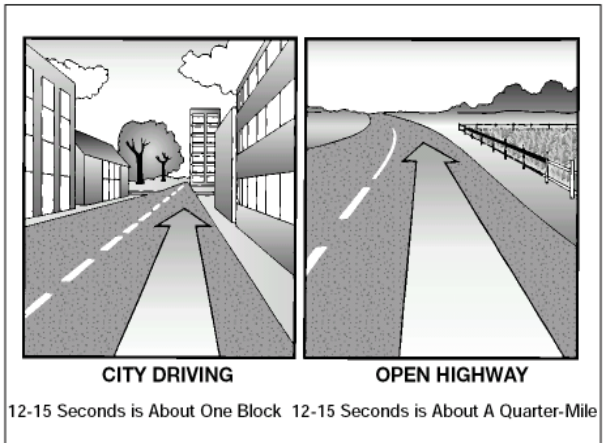

**Figure 2.6**
**How Far Ahead to Look.** Most good drivers look at least 12 to 15 seconds ahead. That means looking ahead the distance you will travel in 12 to 15 seconds. At lower speeds, that's about one block. At highway speeds it's about a quarter of a mile. If you're not looking that far ahead, you may have to stop too quickly or make quick lane changes. Looking 12 to 15 seconds ahead doesn't mean not paying attention to things that are closer. Good drivers shift their attention back and forth, near and far. Figure 2.6 illustrates how far to look ahead.